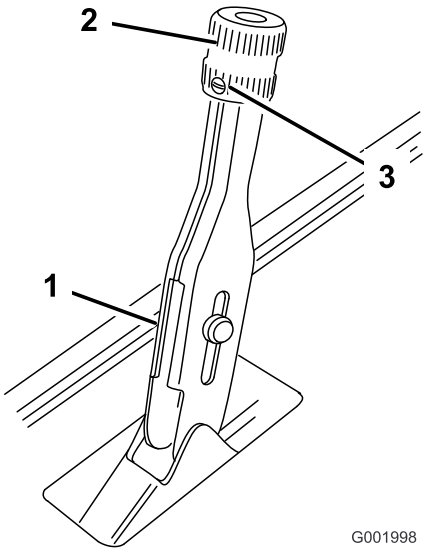

Figur 62
1. Løsn sætskruen, der holder skruen fast til parkeringsbremsehåndtaget (Figur 62).